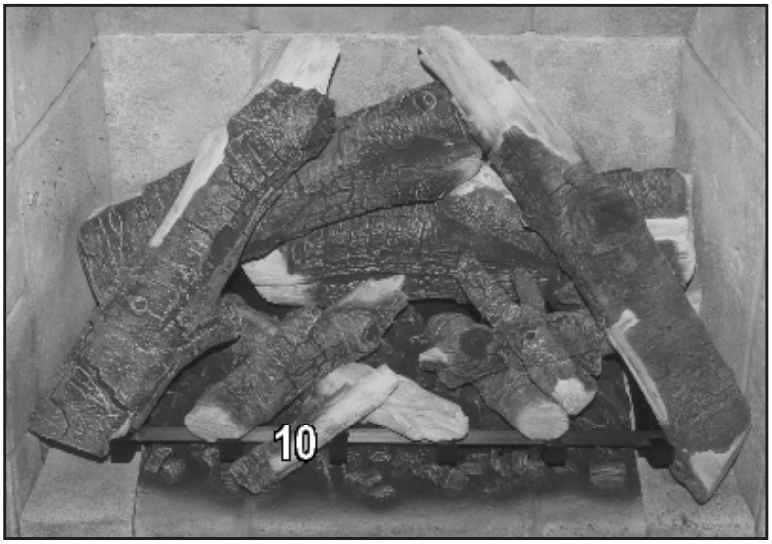

Figure 84: Accent Twig in Place.
10. The final little Accent Twig sits on the front ceramic burner accent and the grate finger as shown in Figure 84.